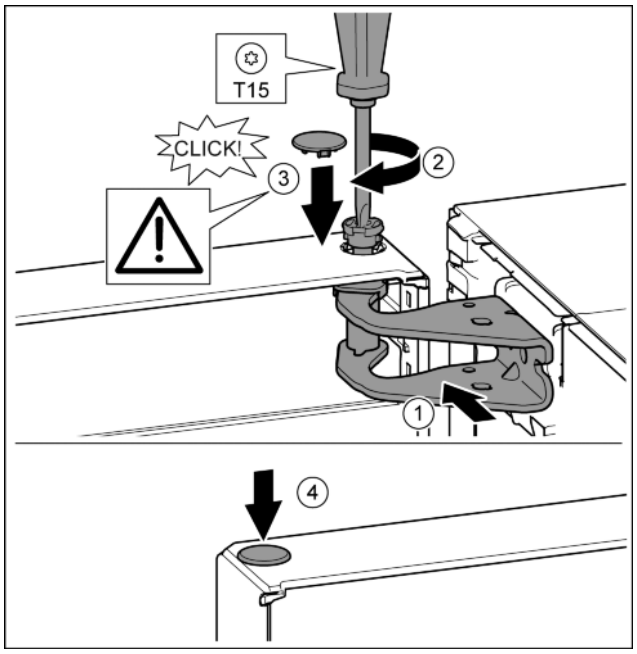

Fig. 24
▶ Дверь вверху выровнять по отверстию в опорном кронштейне. *Fig. 24 (1)*
▶ Вставить палец и затянуть отверткой T15. *Fig. 24 (2)*
▶ Установить предохранительную крышку для защиты двери: вставить предохранительную крышку и проверить, прилегает ли она к двери. В ином случае вставить палец полностью. *Fig. 24 (3)*
▶ Вставить заглушку. *Fig. 24 (4)*